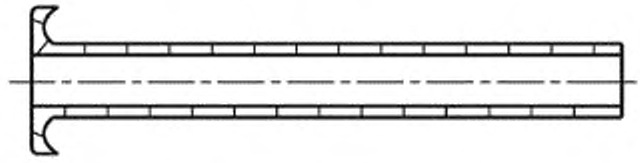

Рисунок 73 — Заклепка поддона (до укупорки конца)
8.2.6 **заклепка поддона:** Пустотелая трубчатая заклепка с большой головкой, которая от давления молотка способна приобретать колоколообразный конец (см. рисунок 73).